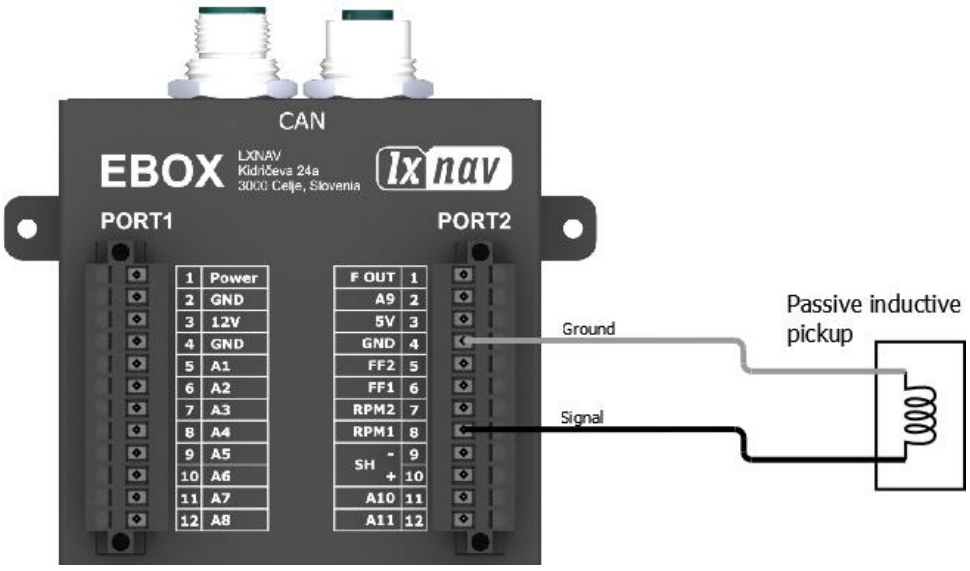

Figure 10: Passive P-lead sensing from magnetos
- Passive P-lead sensing from magnetos (inductive pickup) - Figure 10
Passive P-lead sensing is also a option for measuring RPM with eBox. A good example is the Rotax 912 which has a passive inductive pickup. Figure 10 shows the connections for this kind of sensing.